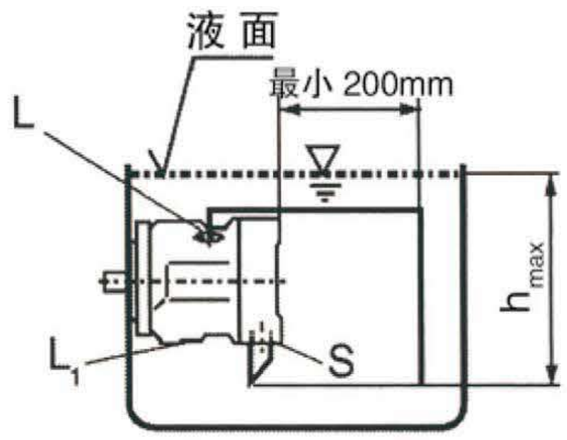

图3
a)当油箱的最低液面在泵顶端之上时，把泄油口“L_1”堵住，泄油口“L”、进油口“S”配管参见图3。